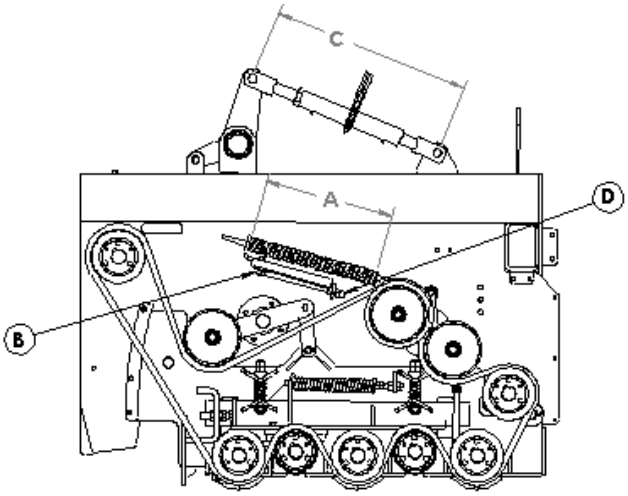

Figure 7-31: Grabroll Bed Angle and Rear Drive Belt Adjustment
2. Adjust dimension (C), shown in Figure 7-31.